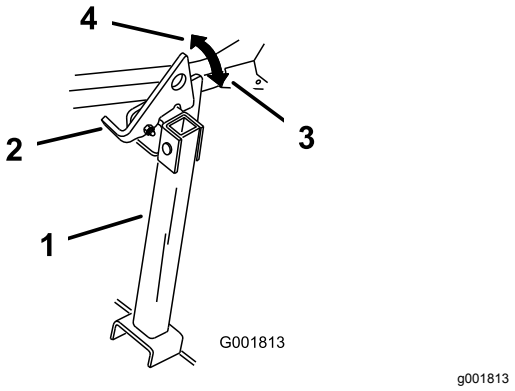

Figur 38
2. Løft klinken til ulåst position (Figur 38).